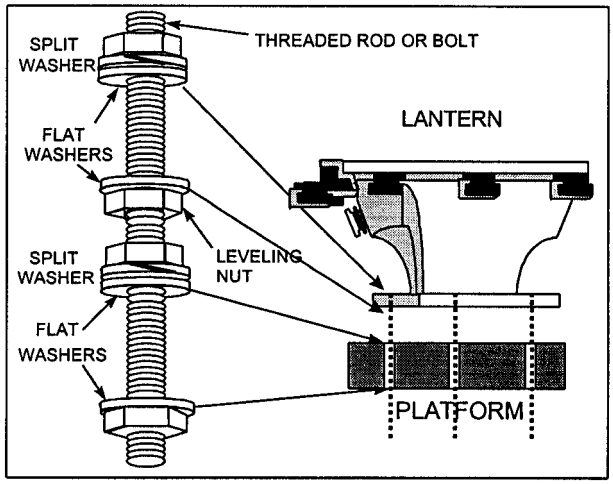

Figure 2-12
a. Install three (3) threaded rods or bolts on the platform as shown in Figure 2-12. Add the leveling nut and flat washer at this time.